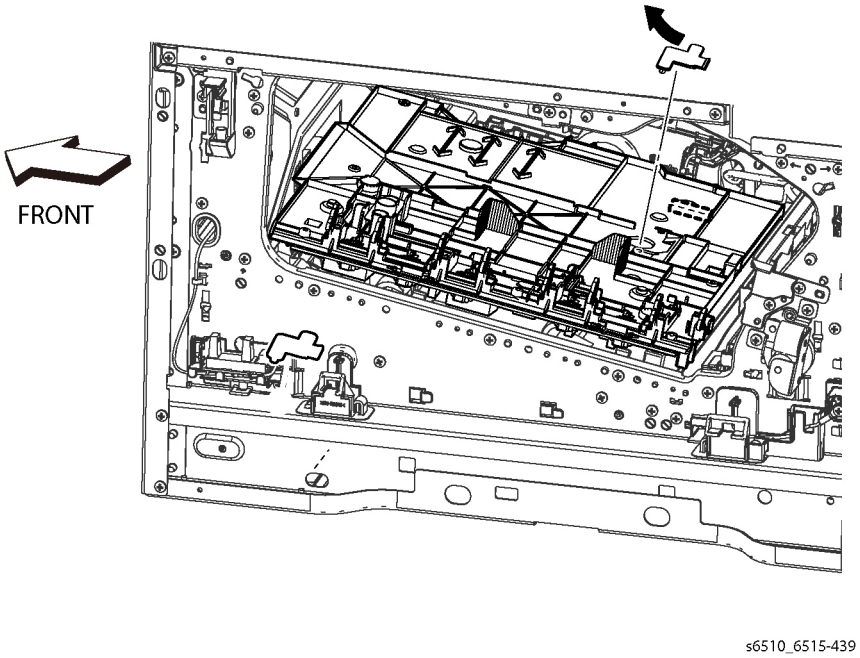

Figure 1 Remove the HVPS Toner Cover (MFP)
2. Refer to Figure 1 to remove the HVPS Toner Cover from the HVPS Board.